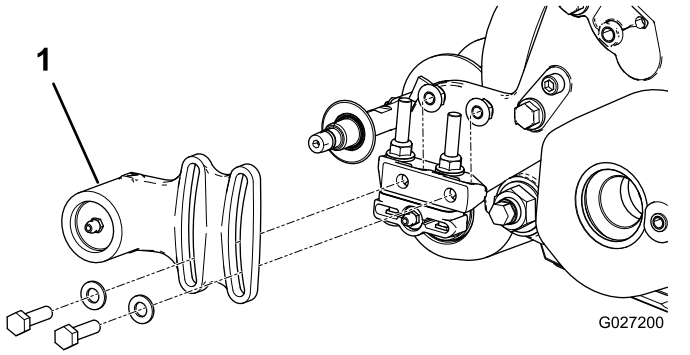
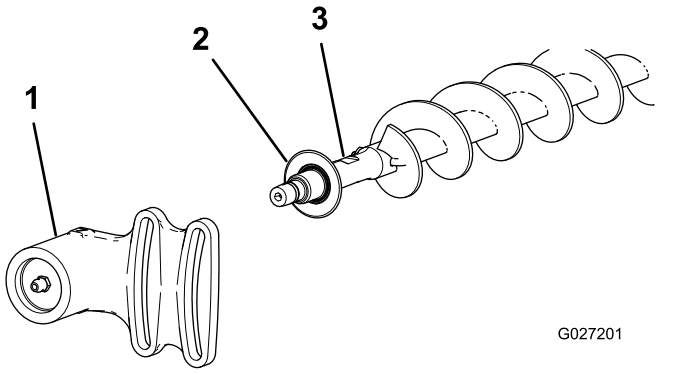

Bild 21
Bild 22
1. Wenn eine Rollenbürste an der Schneideinheit montiert ist, entfernen Sie die zwei Schrauben, Scheiben und Muttern, mit denen das nicht angetriebene Lagergehäuse an der Befestigungshalterung des Lagergehäuses befestigt ist (Bild 21 und Bild 22).
2. Schieben Sie das nicht angetriebene Lagergehäuse und die Abschlussdichtung von der Bürstenwelle (Bild 22).
9. Setzen Sie die Ausschlussdichtung und das nicht angetriebene Lagergehäuse auf die Bürstenwelle (Bild 22).